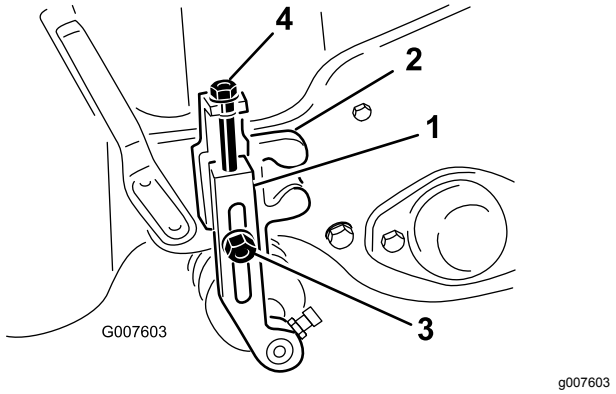

Rysunek 54
2. Poluzuj nakrętki zabezpieczające mocujące ramiona wysokości cięcia do wsporników wysokości cięcia (Rysunek 54).